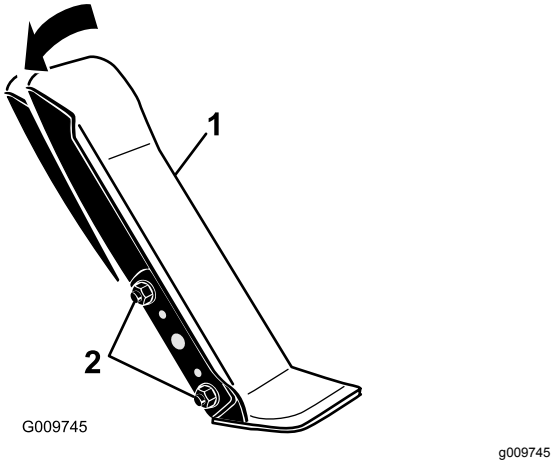

Figur 117
1. Løsn de to bolte og møtrikker, som holder traktionspedalens venstre side fast på beslaget (Figur 117).
2. Drej pedalen hen i den ønskede driftsvinkel og stram boltene (Figur 117).